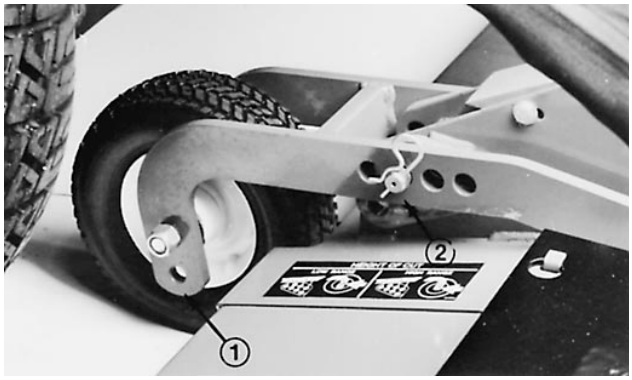
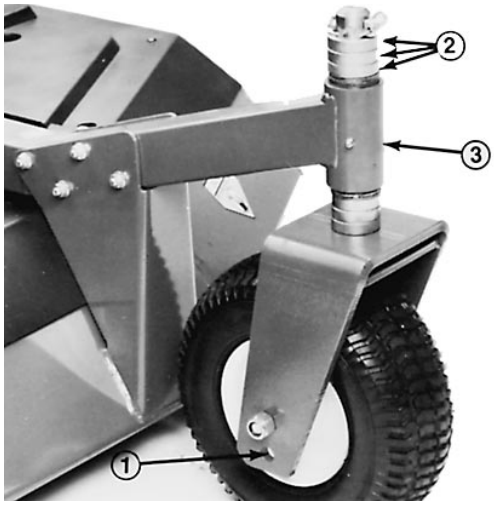

Afbeelding 67
Afbeelding 68
1. Stel het maaidek af op de maximale maaihoogte. Plaats de castorwielassen in de laagste castorvorkgaten (Afb. 67, 68). Als u het frontmaaidek controleert, moet u de twee gaffelpennen van de achtercastor in de instelling voor de maximale maaihoogte plaatsen (Afb. 68). Plaats alle afstandstukken voor de castoras op de voorcastors naar de onderkant van de castorarmen (Afb. 68). Om de zij-eenheden te controleren, verplaatst u alle afstands-stukken voor de castoras naar de onderkant van de castorarmen en de castorwielassen naar de laagste castorvorkgaten.